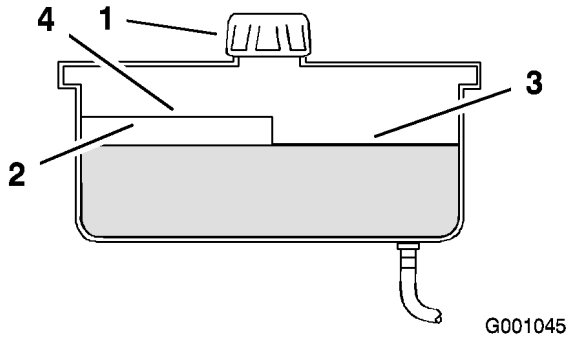

Figur 66
2. Rengjør rundt påfyllingshalsen for hydraulisk olje (Figur 66).
3. Ta lokket av påfyllingshalsen. Se på innsiden for å kontrollere om det er olje i beholderen (Figur 66).
Merk: Oljenivået skal nå til toppen av nivået "hot" på skjermen når væsken er varm (Figur 66).